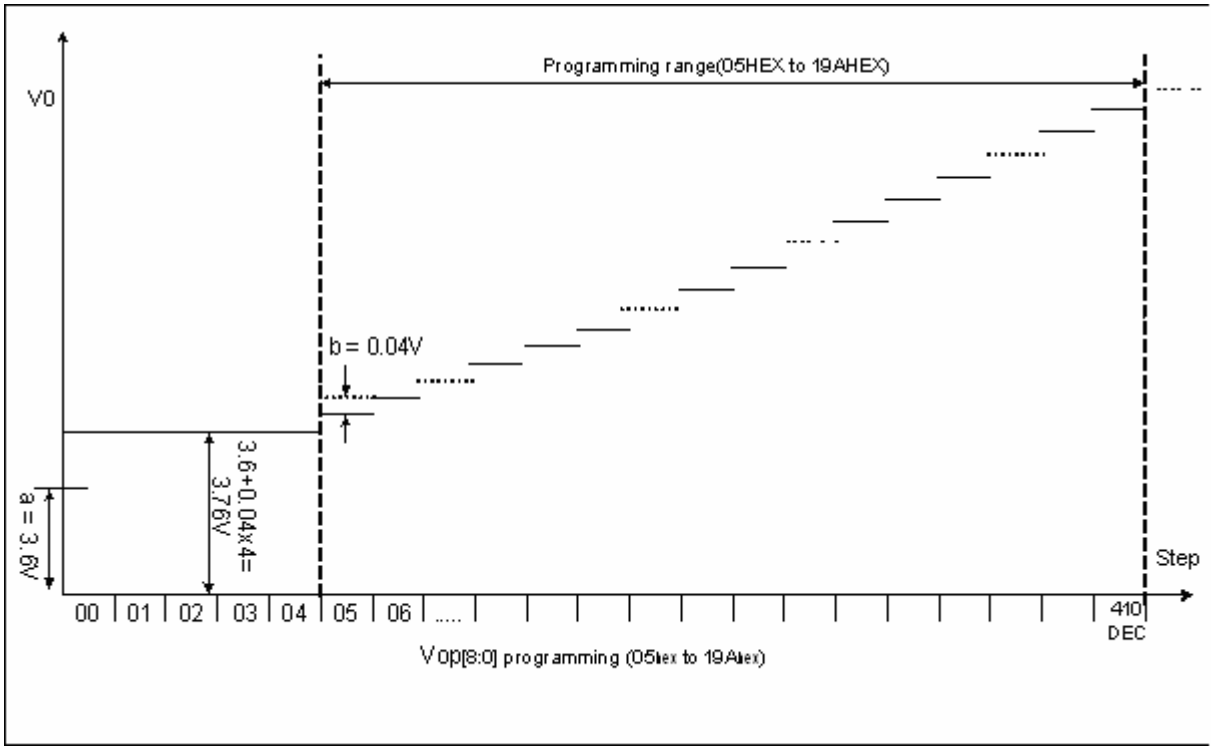

Figure 7.10.2 VOP programming range
The VOP[8:0] value must be in the VOP programming range as given in Figure 7.10.2. Evaluating equation (1), values outside the programming range indicated in Figure 7.10.2 may result. Calculated values below 4 will be mapped to VOP[8:0] = 4, resulting VOP[8:0] values higher than 410 will be mapped to VOP[8:0] = 410. Sitronix suggestes Vop range equals 4.5V to 18V.